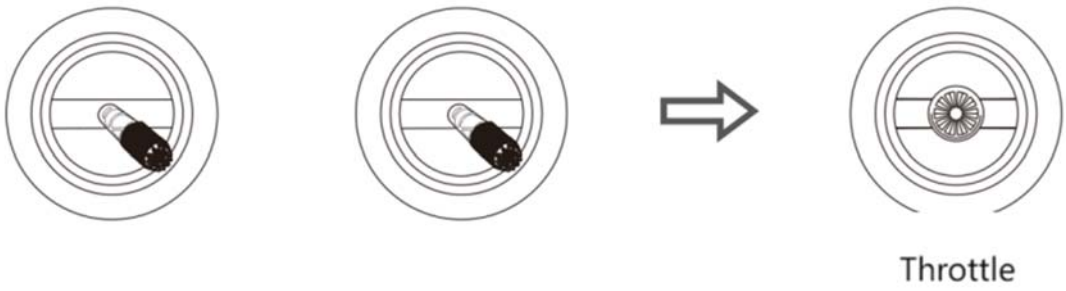

Figure 2-5 Unlock and Take Off
Step5： The drone remains at its current altitude and hovers after the throttle lever is centered, as shown in Figure 2-5.